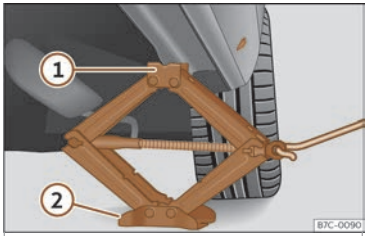

Fig. 36 Traveseiro:colocación do gato do vehículo.
- Xire a manivela do gato, situado baixo o punto de apoio do traveseiro, para elevalo ata que a pestana ① ››› **fig. 36** estea situada baixo o aloxamento previsto.
- Aliñe o gato de xeito que a pestana ① "agarre" no aloxamento previsto do traveseiro e a placa base móbil ② quede apoiada no chan. A placa base ② debe caer verticalmente con respecto ao punto de soporte ①.